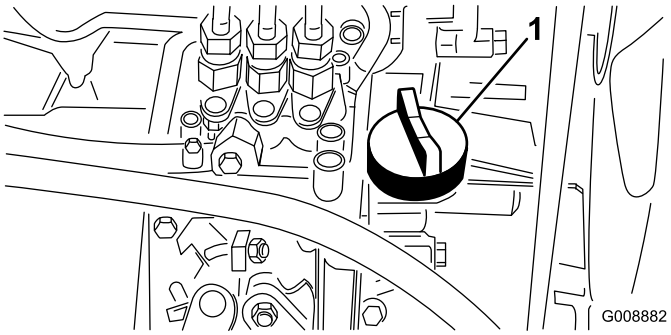

Figur 21
4. Om oljenivån är låg tar du bort påfyllningslocket (Figur 21) och tillsätter gradvis små mängder olja samtidigt som du kontrollerar nivån, tills nivån når märket FULL på oljestickan.